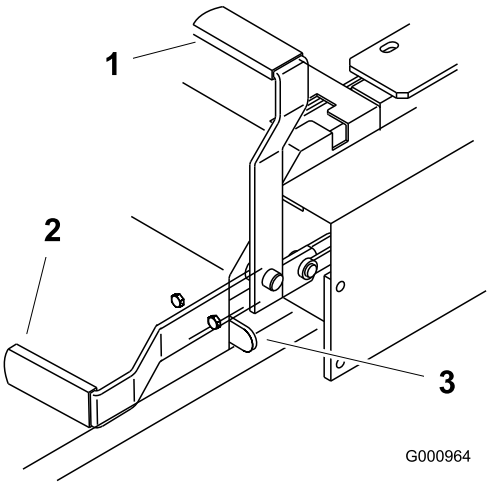

Figur 12
2. För parkeringsbromsspaken bakåt och uppåt för att dra åt parkeringsbromsen (Figur 12).
Tryck parkeringsbromsspaken framåt och nedåt för att frigöra parkeringsbromsen (Figur 12). Parkeringsbromsen är urkopplad och spaken vilar mot bromsstoppet.